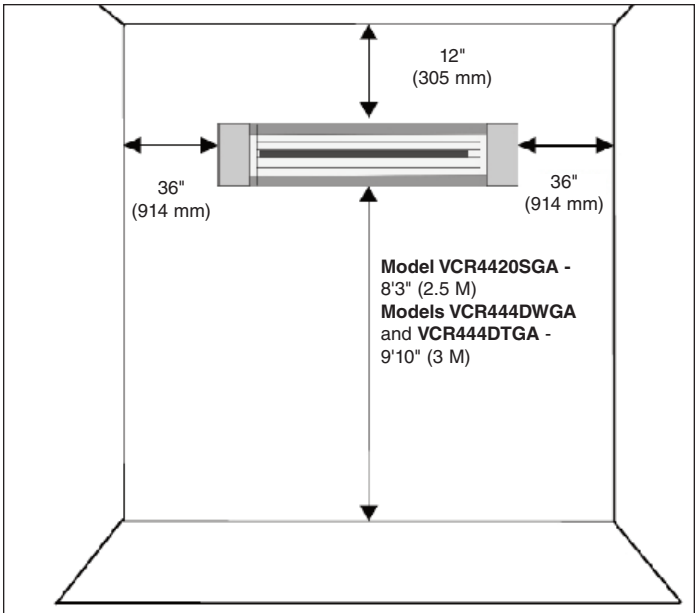
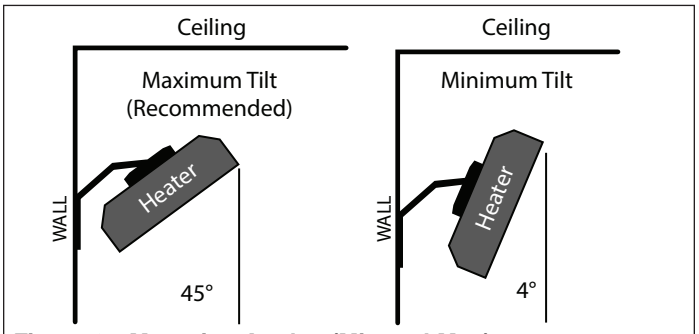

Figure 2 - Minimum Mounting Clearances
Figure 3 - Mounting Angles (Min and Max)
8. To prevent a fire, use care to never block heater and maintain required clearances. See Fig. 2.
THIS HEATER OPERATES AT HIGH TEMPERATURES AND WILL DAMAGE MATERIALS (SUCH AS VINYL SIDING, PLASTICS OR FABRICS) IF THESE TYPE MATERIALS ARE PLACED TO CLOSE TO HEATER OR IF HEATER IS NOT INSTALLED PER THESE INSTRUCTIONS. REFER TO FIGS 2 AND 3 FOR CLEARANCE AND MOUNTING INSTRUCTIONS.
3. This heater is intended for wall mounting only using wall bracket provided with heater - See Fig. 1. See Fig. 2 for Minimum Mounting Clearances and Fig. 3 for mounting instructions..
7. Heater bracket will allow the heater mounting angle to be adjusted from approximately 4°- 45 ° from vertical. The optimum angle is 45 ° - see Fig. 3